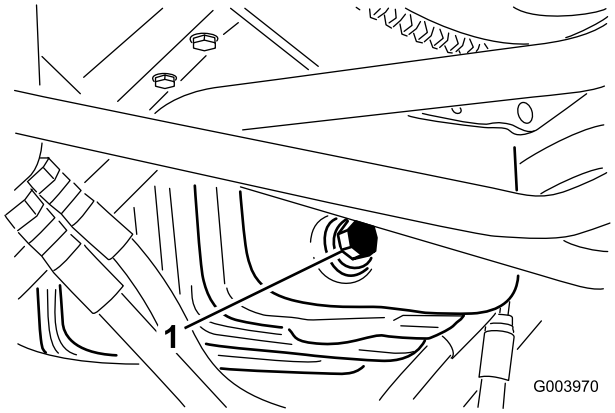

Figuur 54
1. Verwijder de aftapplug (Figuur 54) en laat de olie in een opvangbak lopen.